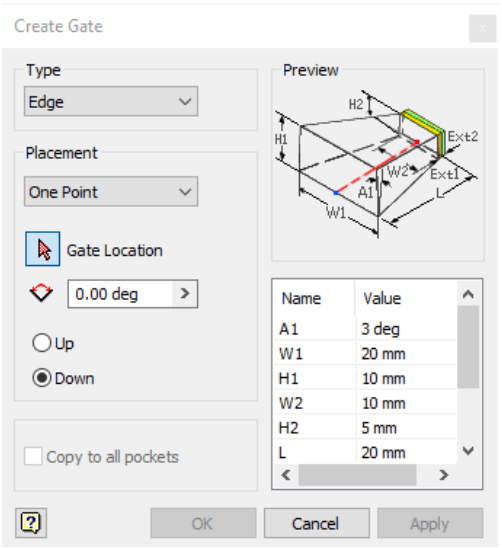

Figure 19-62 *The* ***Create Gate*** *dialog box*
1. Choose the **Gate** tool from the **Runners and Channels** panel of the **Mold Layout** tab in the **Ribbon**; the **Create Gate** dialog box is displayed, as shown in Figure 19-62.